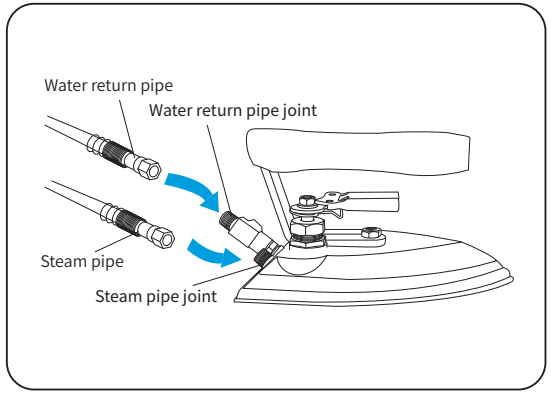

Figure 1
- Refers to figure 1, install the steam pipe and water return pipe of the iron on the corresponding wiring port (Steam pipe joint and Water return pipe joint) and lock them tightly.